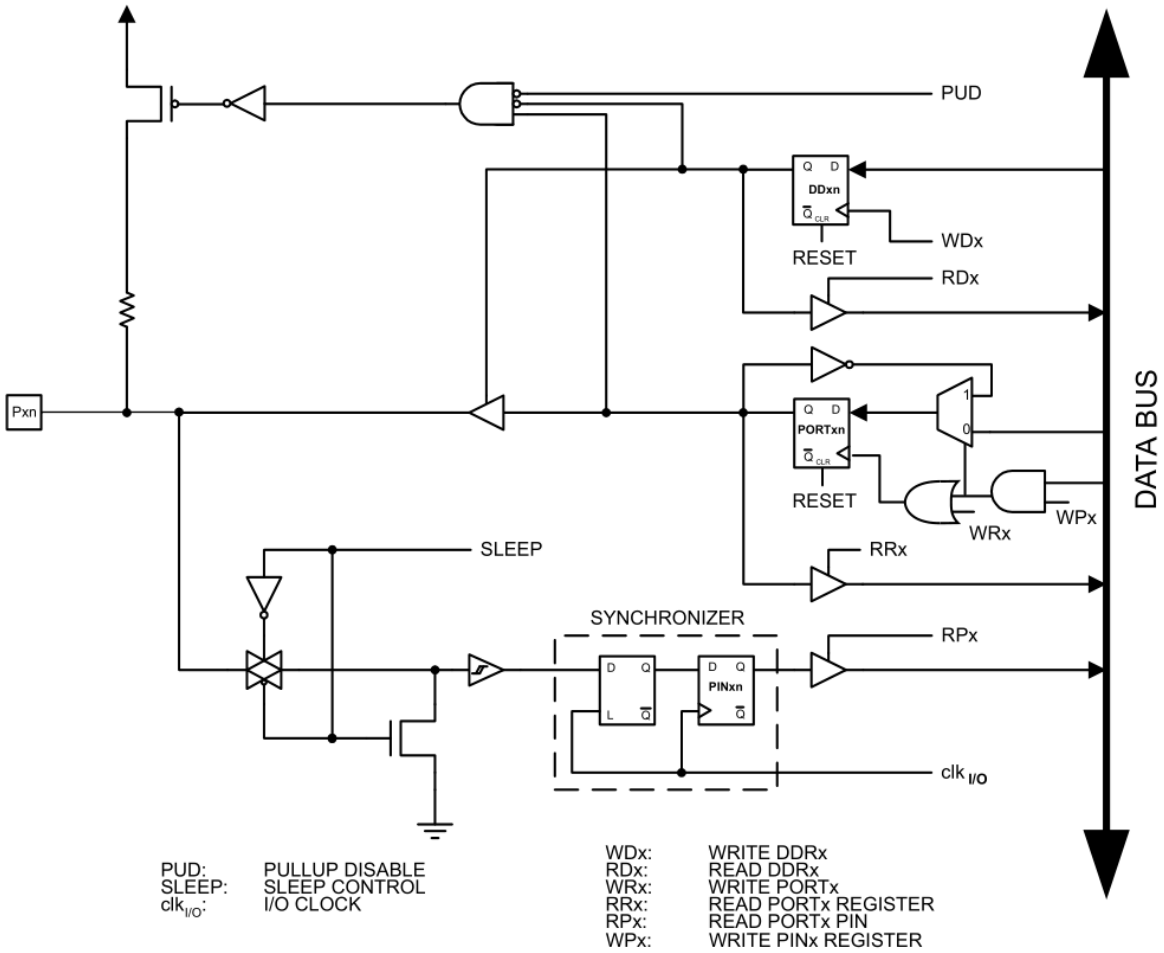

Figure 2: Shema priključka n na vhodno-izhodni enoti x.
Vhodno-izhodne enote mikrokrmilnika so dvo-smerne z možnostjo nastavitve upora proti napajanju. Stikalna shema enega priključka na neki vhodno-izhodni enoti je prikazana na fig. 2.
Čeprav je shema na fig. 2 nekoliko bolj kompleksna, lahko ugotovimo, da za nastavitev delovanja vhodno-izhodne enote potrebujemo le dva signala:
3. Vključite notranji upor proti napajanju, ki se nahaja v mikrokrmilniku ob vsakem vhodno-izhodnem priključku (glej fig. 2). Priložite programsko spremembo.